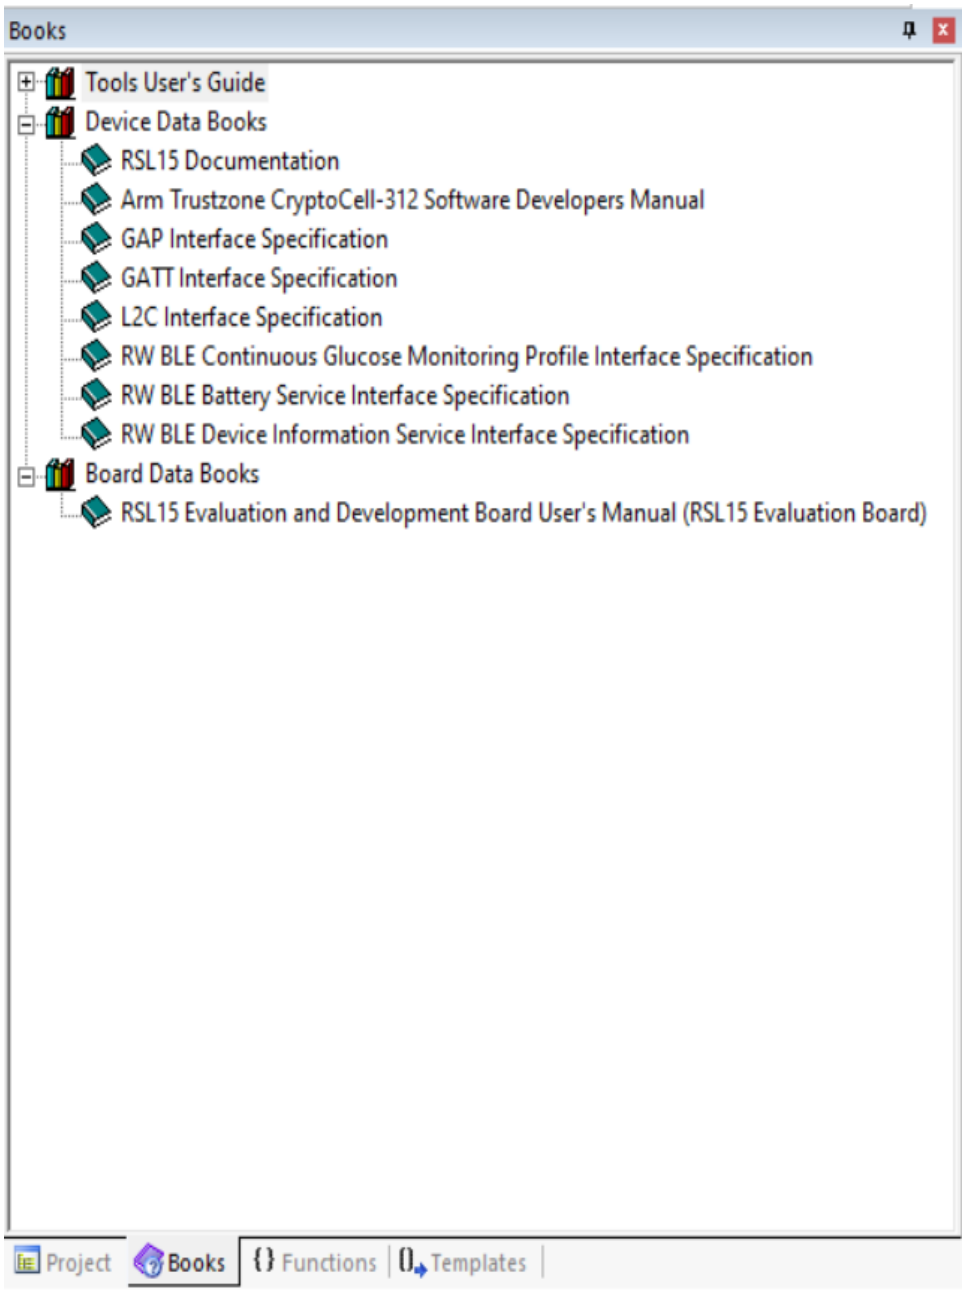

Figure 51. Keil Books Window Showing Documentation
3. Documentation can be opened by navigating to **View** > Open **Books Window**, or to **Help** > Open **Books Window** (see the "Keil Books Window Showing Documentation" figure (Figure 51)).